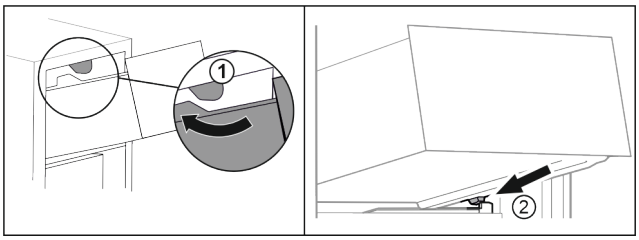

Fig. 90
▶ Обведите выдвижной ящик вокруг верхнего стопора. *Fig. 90 (1)*
▶ Наклоняя вниз, установите выдвижной ящик за нижние стопоры на контейнерное ребро. *Fig. 90 (2)*